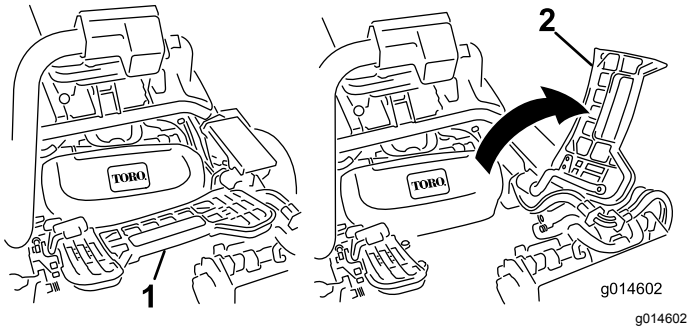

Figur 41
1. Lyft upp fotstödet och fäll upp det så att du kommer åt mittklippenheten (Figur 41).